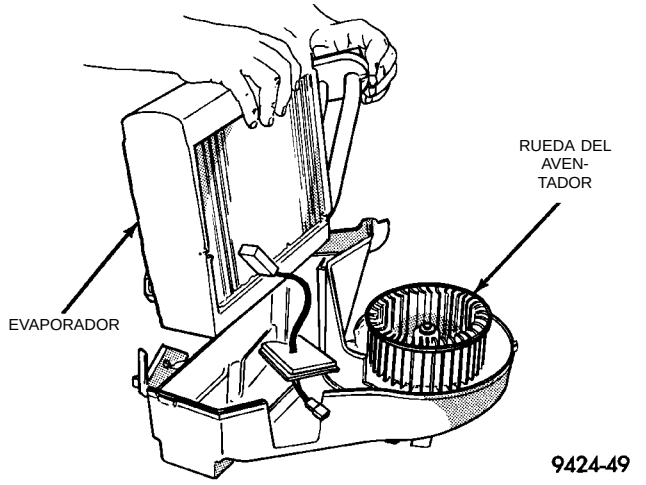

Fig. 32 Desmontaje del evaporador
(6) Levante el evaporador para sacarlo del módulo (Fig. 32).